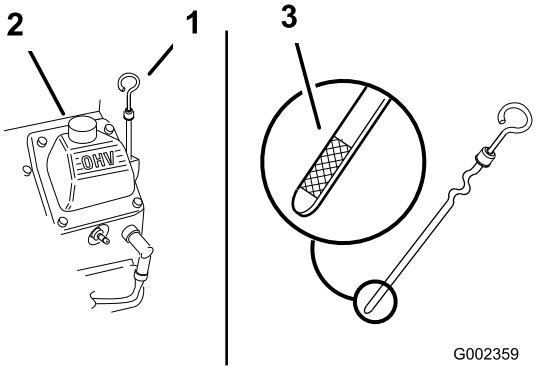

Figur 16
2. Rengør området omkring målepinden (Figur 16), så der ikke trænger snavs ned i påfyldningshullet og beskadiger motoren.
3. Fjern målepinden, tør den af, og sæt den tilbage igen så den sidder helt i bund (Figur 16).
Oliestanden bør nå op til ”Full”-mærket på målepindens metalende (Figur 16).
5. Hvis olieniveauet er under ”Full”-mærket, skal du fjerne påfyldningsrørets dæksel (Figur 16) og